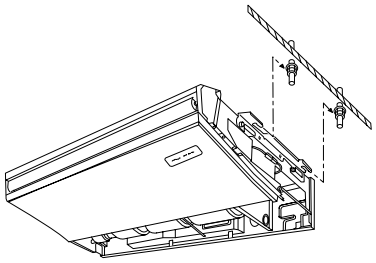

Fig. 3-6
1) Direkte Aufhängung der Anlage (Fig. 3-6)